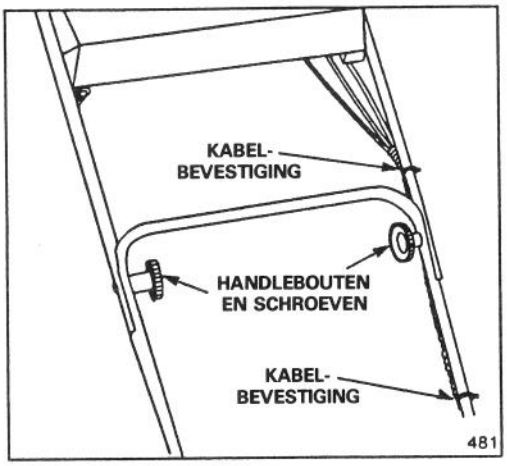

Figure 2
2. BOVEN HANDLE (Afb. 2)–Zet de boven en beneden handles vast met de handleknoppen en schroeven. De bedieningskabels moeten achter de dwarsverbinding van de beneden handle liggen.